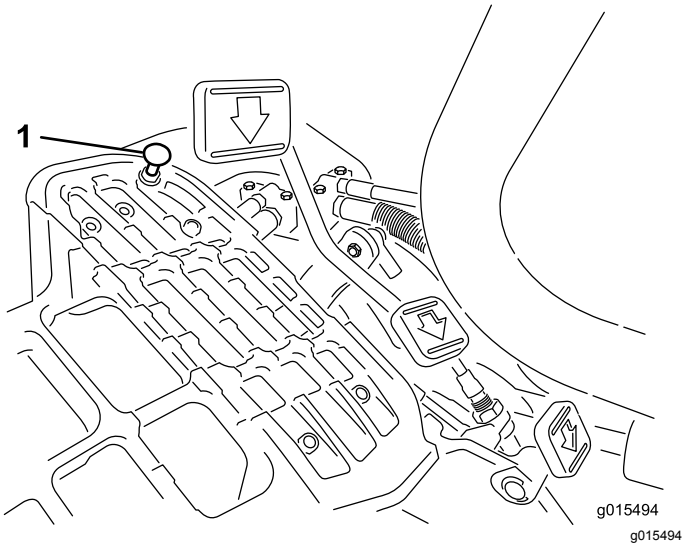

Figur 34
For å oppnå maksimal transporthastighet må du sette styrespaken i TRANSPORT-stilling og trykke inn trekkpedalen. Utfør følgende justeringsprosedyre hvis pedalen kommer i kontakt med stopperen (Figur 34) før du kjenner spenning i kabelen:
1. Sett styrespaken i TRANSPORT-stillingen og løsne på låsemutteren som fester pedalstopperen til gulvplaten (Figur 34).